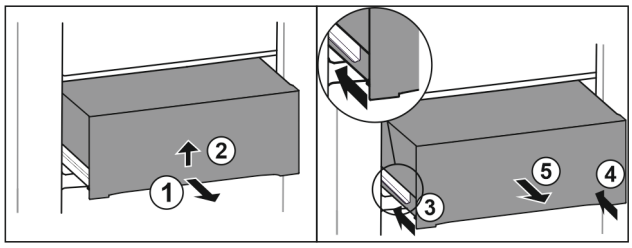

Fig. 40
▶ Tirer le tiroir jusqu'à mi-chemin. *Fig. 40 (1)*
▶ Soulevez le tiroir par le bas. *Fig. 40 (2)*
▶ Rentrer le rail de gauche. *Fig. 40 (3)*
▶ Rentrer le rail de droite. *Fig. 40 (4)*
▶ Retirer le tiroir par l'avant. *Fig. 40 (5)*